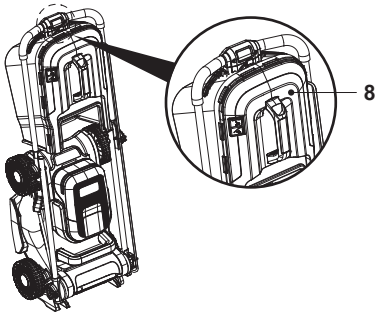

Rys. 22
7. Zaleca się przechowywanie kosiarki z zamontowanym koszem na trawę (8) oraz zainstalowaną wkładką mulczującą (24) (rys. 22).